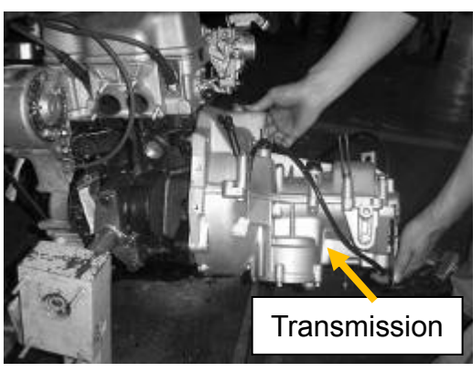
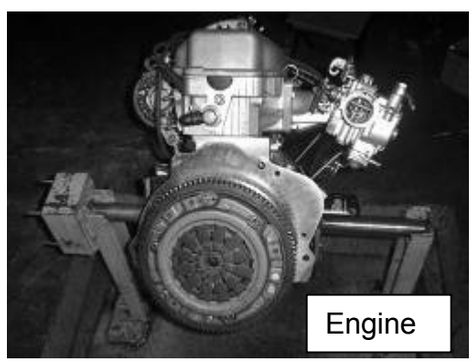

Figure 37
Figure 36
3. Remove the transmission (**See** Figure 36**,**Figure 37)